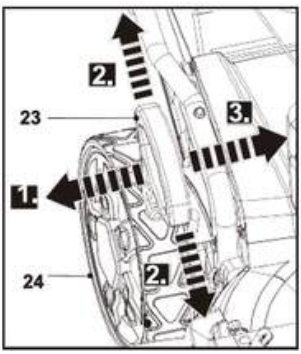

rys. 20
1. Ustaw dźwignię regulacji wysokości koszenia (24) wyżej niż na przedostatniej pozycji (rys. 20).
1. Pociągnij dźwignię regulacji wysokości koszenia (23) w stronę tylnego koła (24) (rys. 20, krok 1), a następnie przesuń ją do przodu lub do tyłu na żądaną wysokość koszenia (rys. 20, krok 2).
2. Zwolnij dźwignię (23) i upewnij się, że prawidłowo zatrzasnęła się w wybranej pozycji (rys. 20, krok 3).